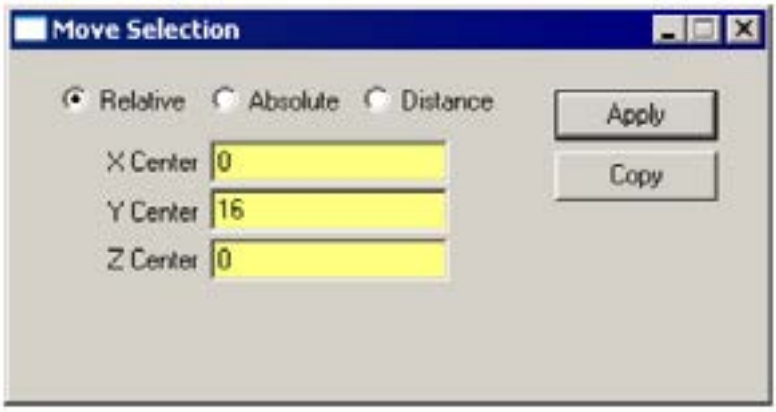

FIGURE 9.41 - Move Selection Dialog
8. **[選択 | オブジェクト | 移動]** ダイアログで Y Center に 16 を入力して「コピー」ボタンをクリックし 2 つ目のレンズを作成します。図 9.41 を参照してください。